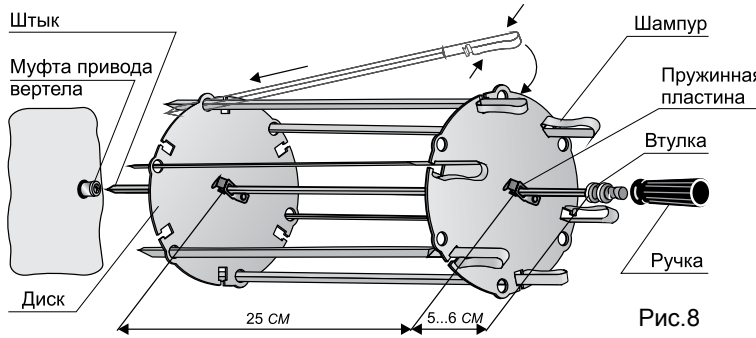

Рис.8
- Сжав пружинные пластины, наденьте на штык диск и установите его на расстоянии 5-6 см от втулки (рис.8).